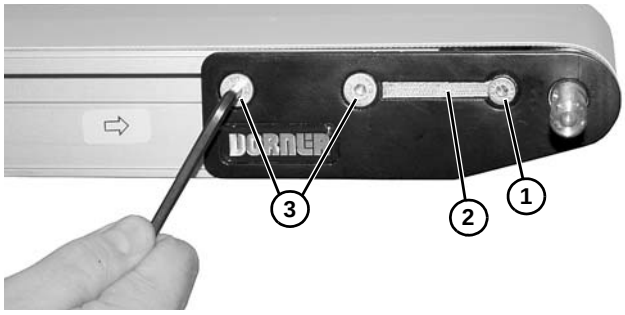

Abbildung 60
2. Auf einer Seite des Förderbands die Schraube **(Abbildung 60, Teil 1)** abnehmen und die Abdeckhaube **(Abbildung 60, Teil 2)**, sofern eingebaut, abnehmen.
3. Zwei Befestigungsschrauben **(Abbildung 60, Teil 3)** abnehmen.